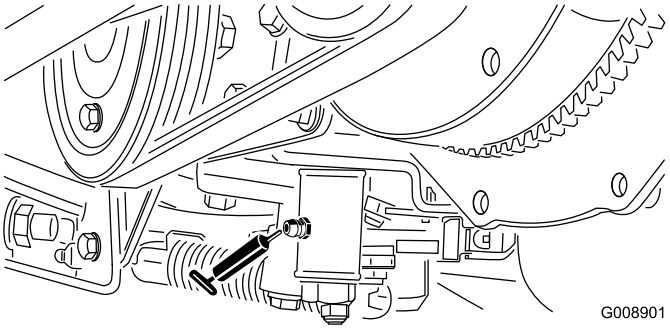

**Figur 54**
- Nøytral justeringsmekanisme (Figur 54)